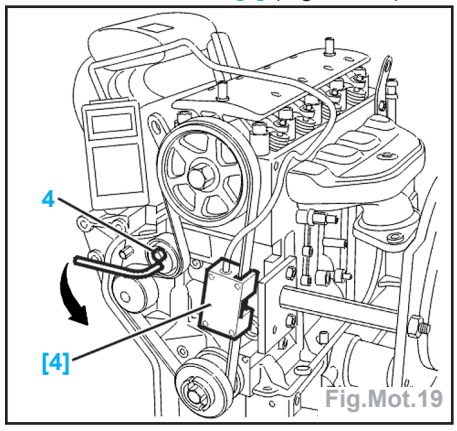

Fig.Mot.19
- Mettre en place l'appareil de mesure de tension de courroie [4] (Fig.Mot.19).